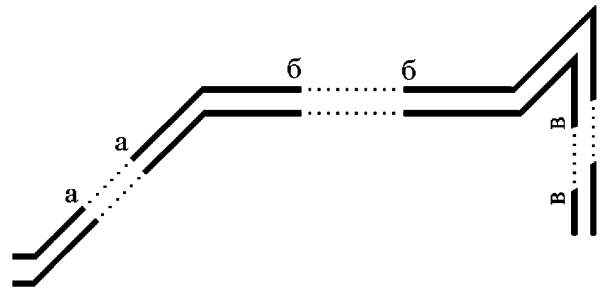

Рисунок 3
6.2.4 При большой протяженности и (или) сложном расположении газопроводов допускается изображать их с разрывом в виде пунктирной линии. Места разрывов газопроводов обозначают строчными буквами (рисунок 3).